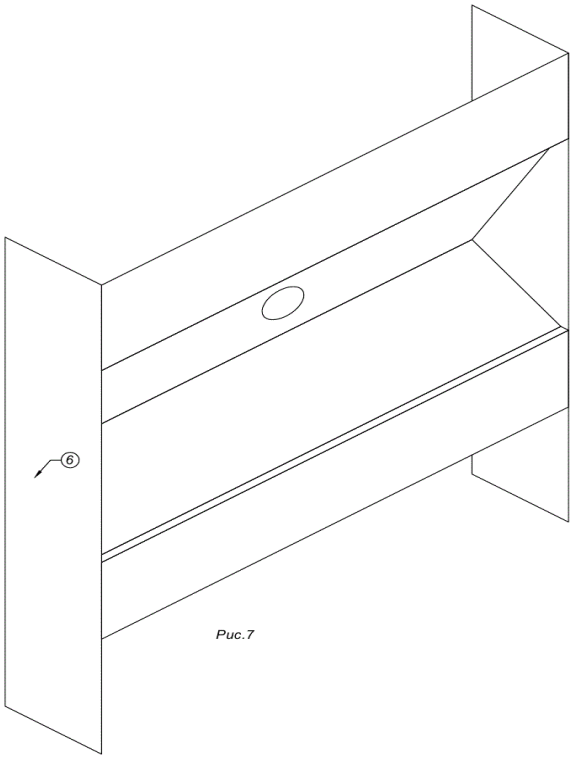

Рис.7
7.7.Крепление боковины(рис.7) 5
7.7 Крепление боковины(рис.7)